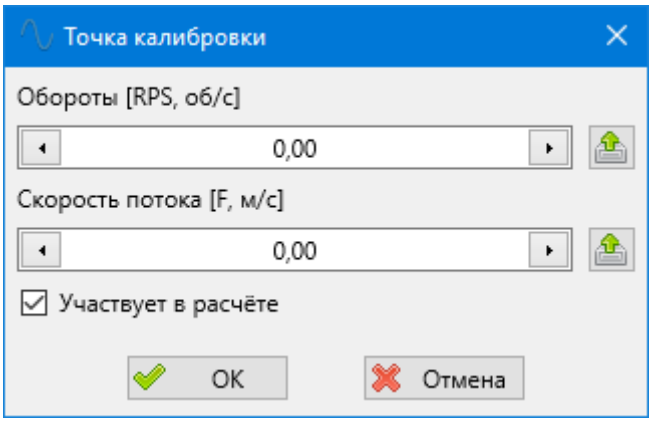

Рис. 7.7 – Добавление новой точки в калибровочную характеристику
8. Добавить в калибровочную характеристику нулевую точку с помощью кнопки в программе калибровки (рис. 7.7);